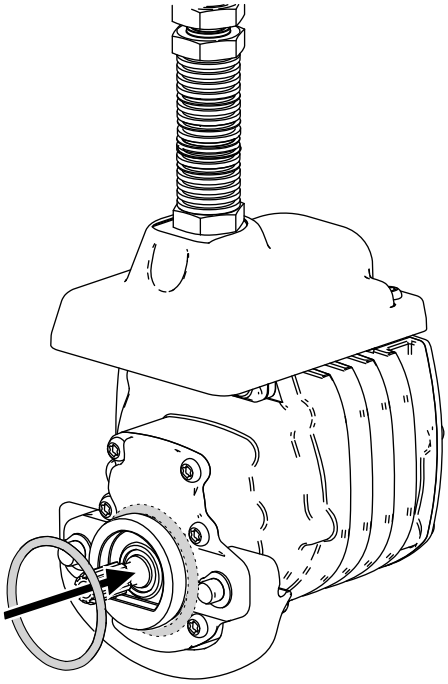

Rysunek 9
3. Załóż pierścień uszczelniający o-ring na każdy silnik wirnika, jak pokazano na Rysunek 9.